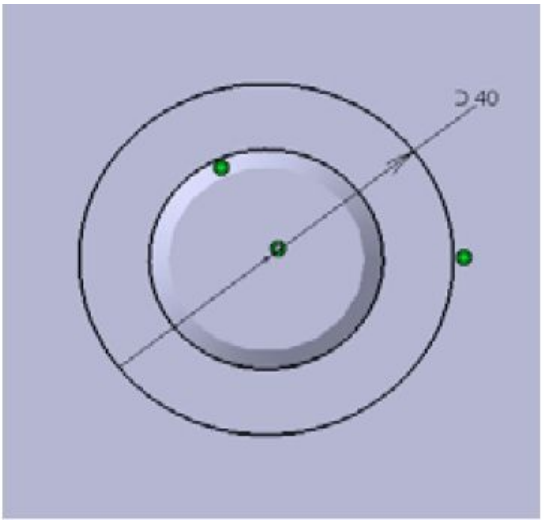

Figure 12-86 *Sketch of the Pad feature for creating the Guide Bush*
2. Select the top face of the Guide Pillar as the sketching plane and draw two concentric circles. Make the inner circle coincident with the outer edge of the Guide Pillar and apply dimension to the outer circle, as shown in Figure 12-86.